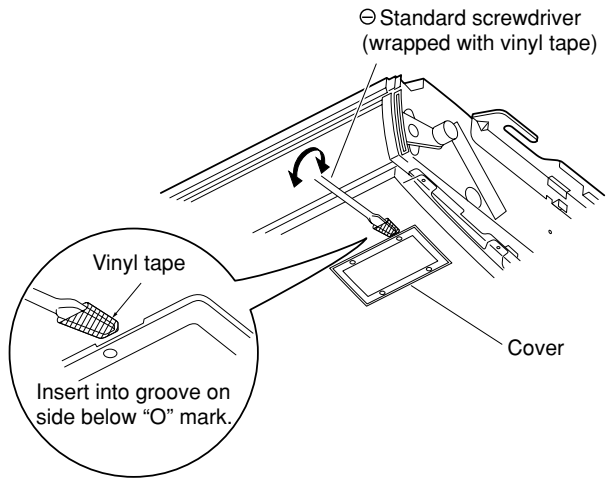

**Fig. 11-8**
(2) Wrap the end of a standard (flat) screwdriver blade with vinyl tape. Then insert the screwdriver blade into the groove on the side of the cover below the "O" mark, and pry open the cover. (Fig. 11-8)